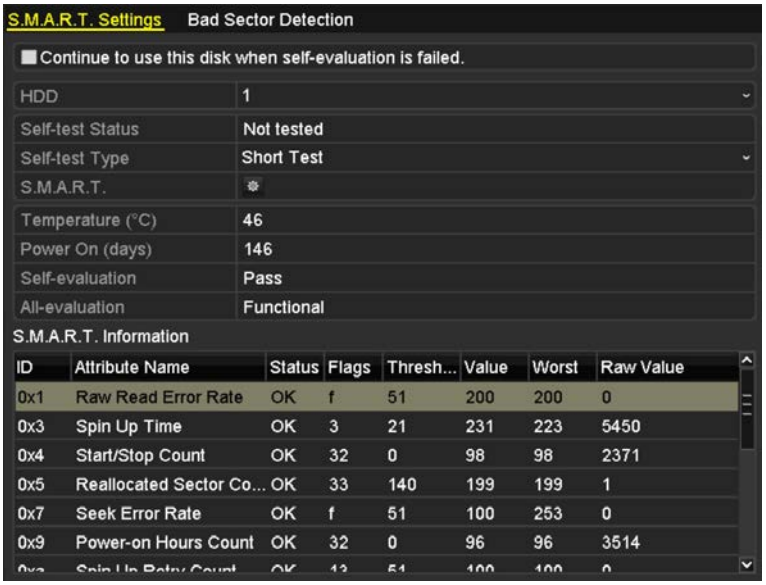

Figure 10-8 S.M.A.R.T Settings Interface
2. Select the HDD to view its S.M.A.R.T. information list, as shown in Figure 10-8.